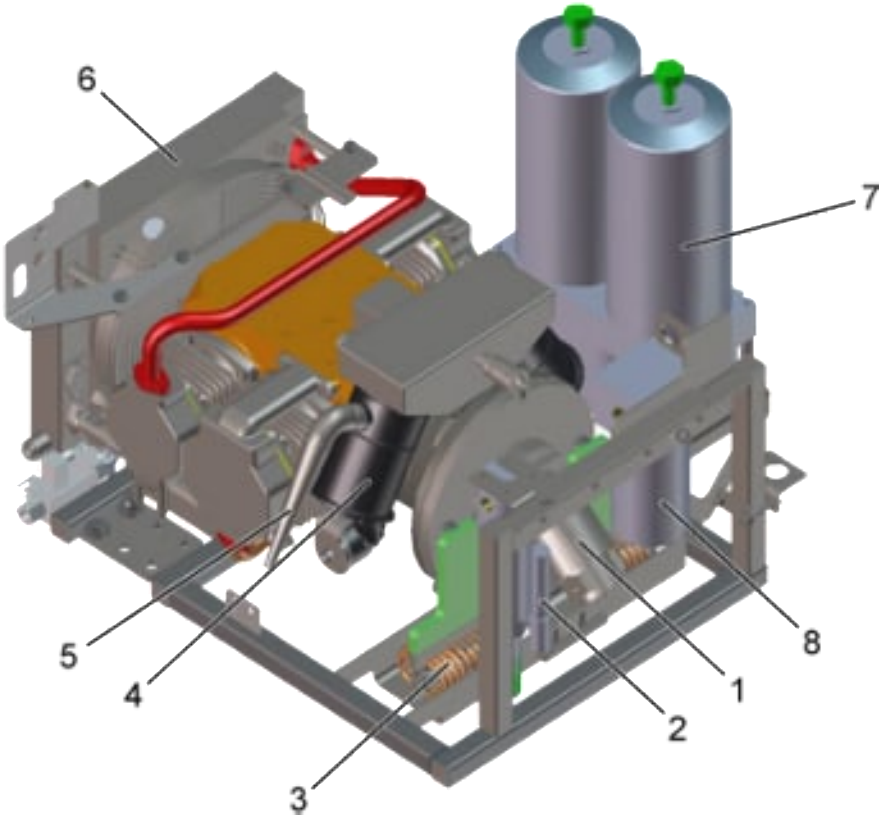

Fig. 46: Supporto del compressore
Per generare l'aria compressa si utilizza un compressore a 3 cilindri-180° V, privo di olio, cfr. Fig. 5 (14). Il compressore è azionato da un motore idraulico, cfr. Fig. 46 (1), e alimenta 1450 l/min a regime nominale.